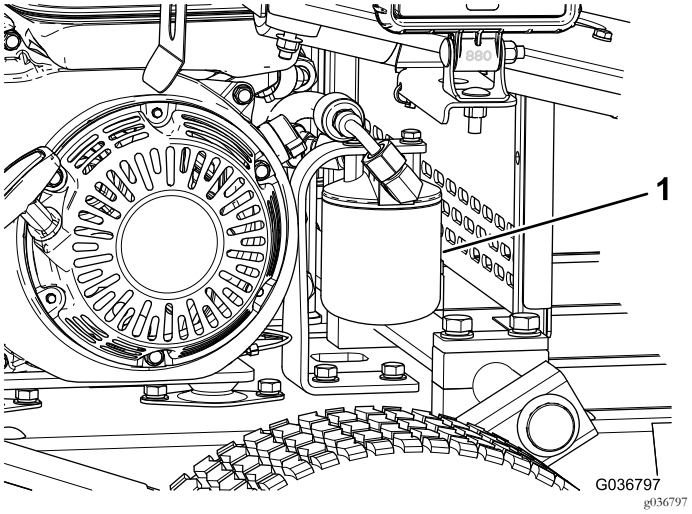

**Figur 37**
5. Plasser et tappefat under filteret, og ta ut filteret (Figur 37).